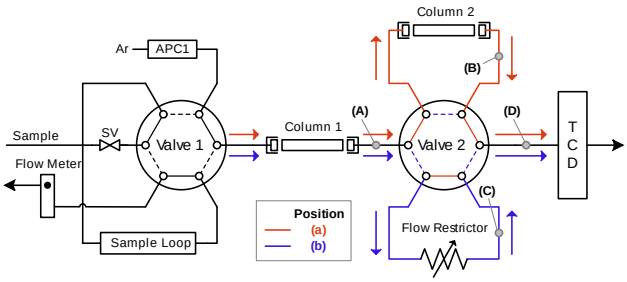

図 2　本装置の構成と流路(a),(b)における流れ方向
本装置に組み込んだカラムおよびバルブの流路図を図2に示します。使用しているバルブは6つの接続口のある2ポジションバルブとなっており、On/Offを切り替えることで図2中のPosition (a),(b)のように接続されるカラムを切り替えることができます。
(A)-(D)は図2中の各位置における、横軸を保持時間とした